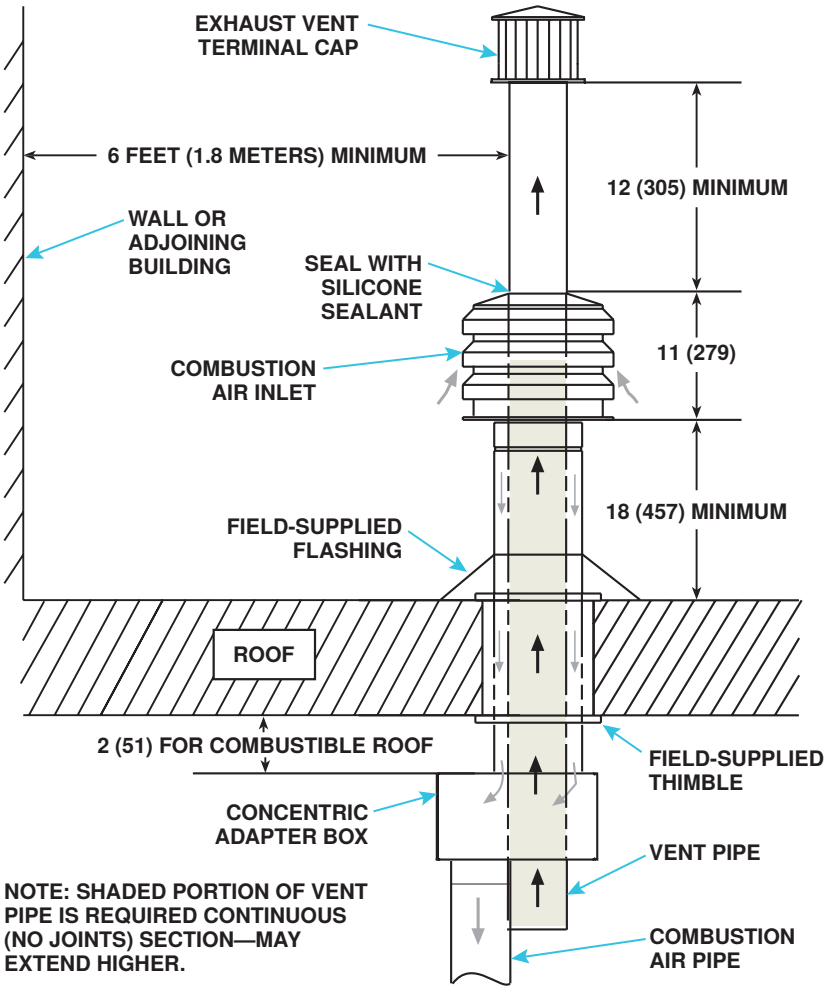

Figure 17. Option CC2 Installation
b. Select location away from fresh air intakes, allowing space for concentric adapter box inside. Vent terminal must be located away from adjacent buildings as shown in **Figure 17**.
11. Verify compliance with **Figure 17** and with all specific venting requirements listed above.